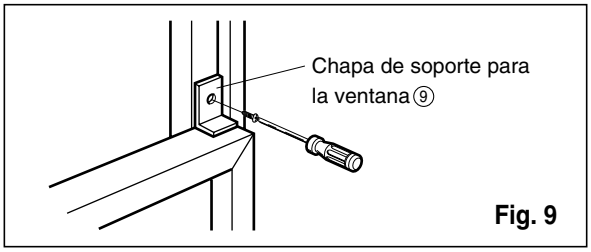

Fig. 9
12. Sujete la chapade soporte en el marco de la ventana ⑨ con untornillo tipo C. (Ver Fig. 9)